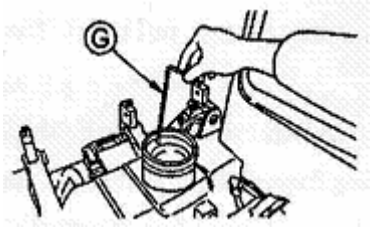

Рис. 5-2
5. Проверить уровень топлива (Рис. 5-2)